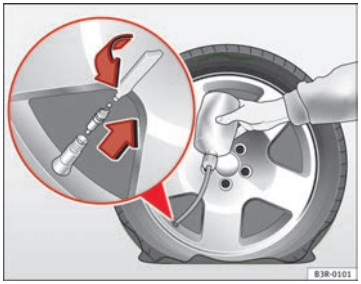

Fig. 123 Pneu: encher
– Remover o protector da válvula do pneu e desenroscar o interior da válvula com a ajuda de uma chave de fendas ⇒ Fig. 123.